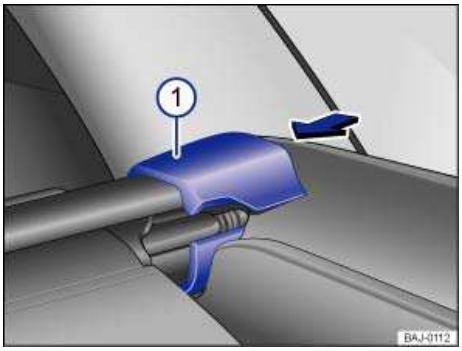

**Fig. 98** In the luggage compartment: Removing the luggage compartment cover.
- Push the retainer in the direction of the arrow ⇒ fig. 98 (1).
- Lift the luggage compartment cover up by the holder (1) and remove it.